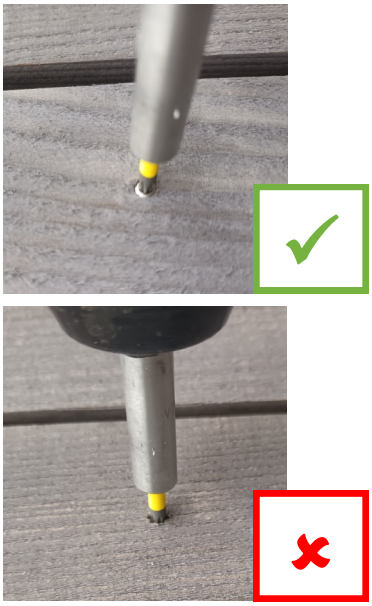

Abb. 8
- Das Drehmoment muss so gewählt sein, dass die Schraube oberflächenbündig abschließt (Abb. 8).